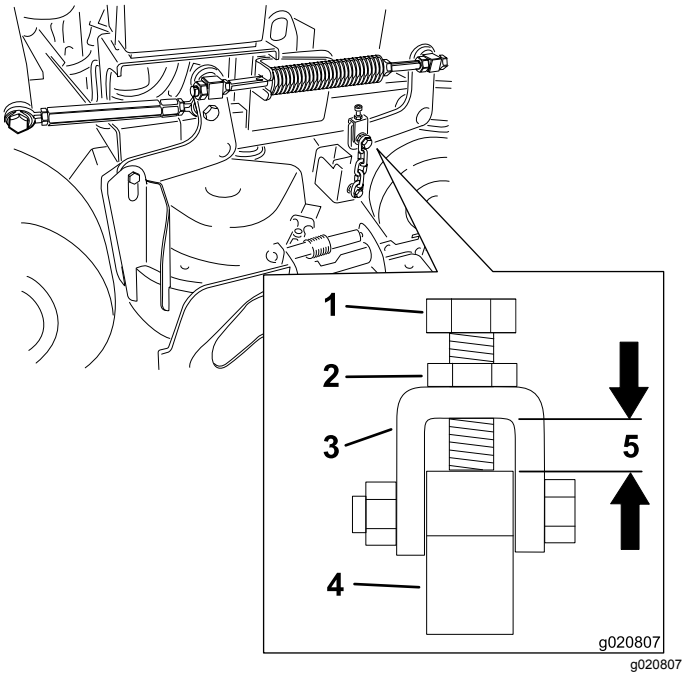

Figuur 83
Opmerking: Deze afstand moet 11 mm bedragen zoals afgebeeld in Figuur 83.
12. Zet de contramoer los en stel de bout af om de juiste afstand te verkrijgen; zie Figuur 83.